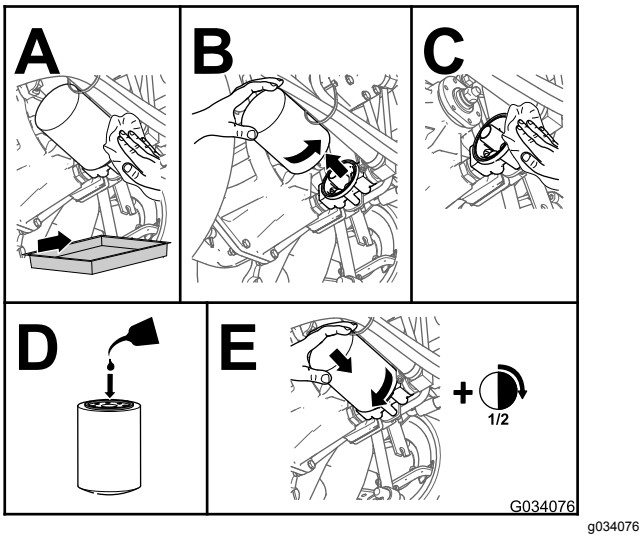

Figur 81
4. Skift ut det hydrauliske filteret (Figur 81).